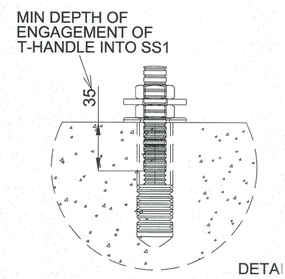

FIG.1
3. SET UP THE LARGE SECTION (VERTICAL SECTION) OF THE ORS ABOVE THE SSI AND LINE UP THE HOLES IN THE BOTTOM PART OF THE ORS WITH THE SSI. SECURE THE ORS TO THE SSI USING THE SUPPLIED T-HANDLES. MAKE SURE THE TIE DOWN T-HANDLES FRONT AND BACK ARE FULLY ENGAGED (SEE FIG. 1). INSERT THE SMALLER SECTION (HORIZONTAL SECTION) INTO THE LARGER SECTION (VERTICAL SECTION). AND INSERT SAFETY PINS AT THE REQUIRED PROJECTION BEYOND THE HAND RAIL, SO AS NOT TO LOAD THE TOP OF THE HAND RAIL. APPROXIMATELY 50 MM (2") PROJECTION OF THE HORIZONTAL COMPONENT BEYOND THE EXTERNAL PART OF THE HAND RAIL IS USUALLY SUFFICIENT. THE ORS UNIT HAS A STOP TO PREVENT IT FROM MOVING OUT BEYOND ITS LIMIT MAXIMUM PROJECTION.